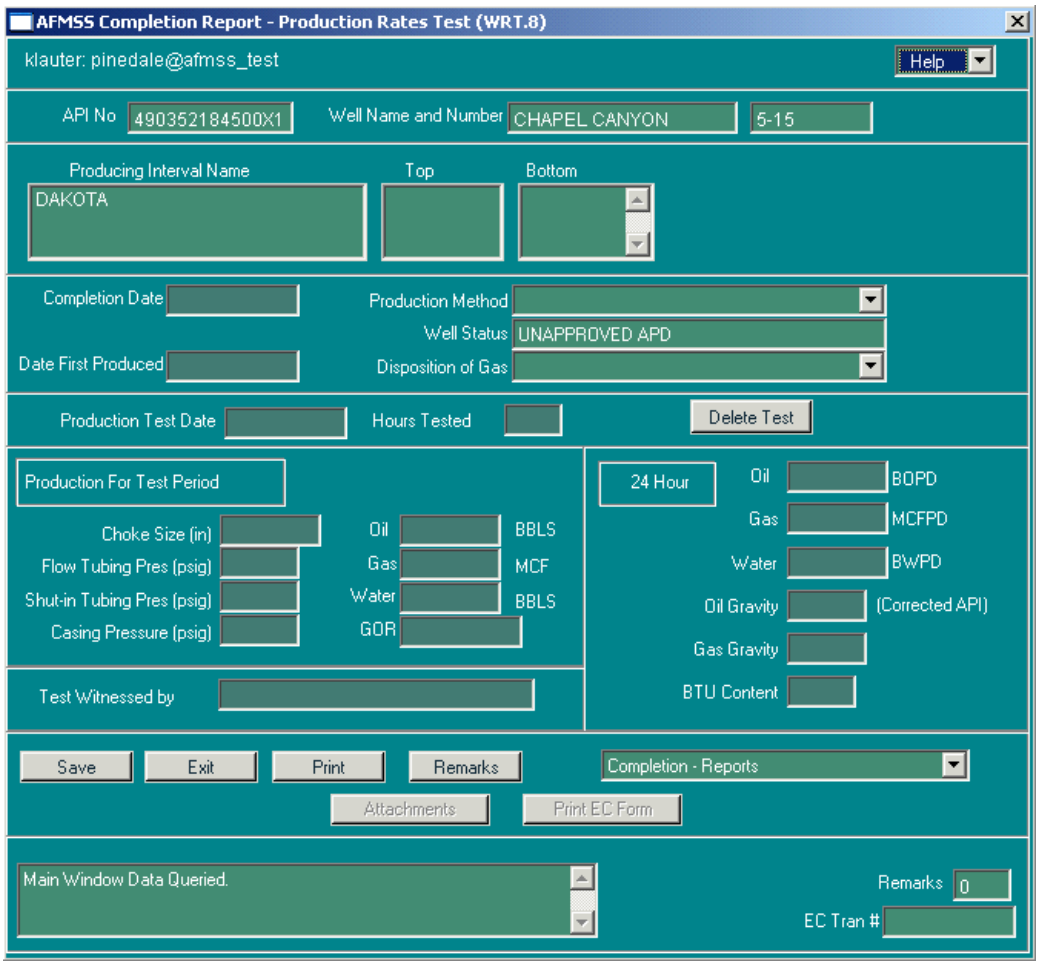

Figure 3-37: Non-Indian AFMSS Completion Report–Production Rates Test (WRT.8) Window
2. Click the **Well Data** button and select the **Completion–Production Rates Tests** option to launch the *Non-Indian AFMSS Completion Report–Production Rates Test (WRT.8)* window (Figure 3-37 above).